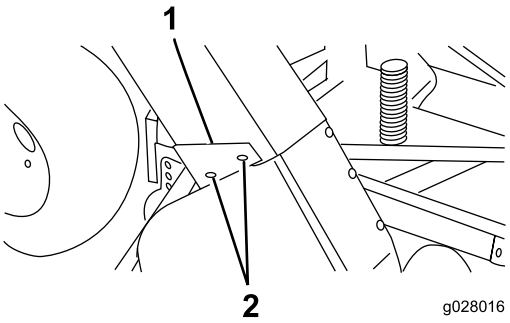

Figur 19
4. För utkastaren över blåsaröppningen och på monteringsstöden (Figur 19).